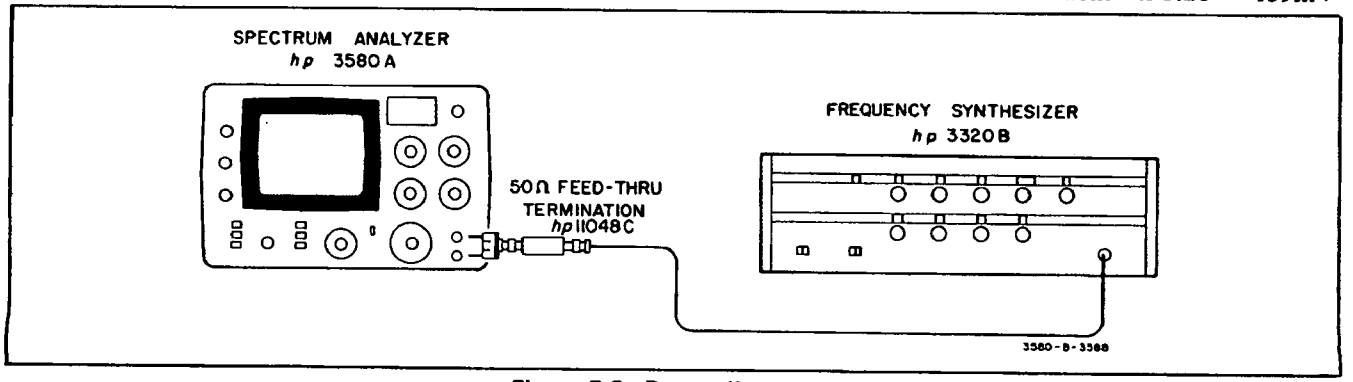

**Figure 5-6. Proper Hookup.**
*Always terminate your source properly and consult Table 5-14 for the setting needed for a signal source calibrated in dBm 50 Ω. Figure 5-6 shows the proper hookup for use with a 50 ohm frequency synthesizer such as the 3320B.*